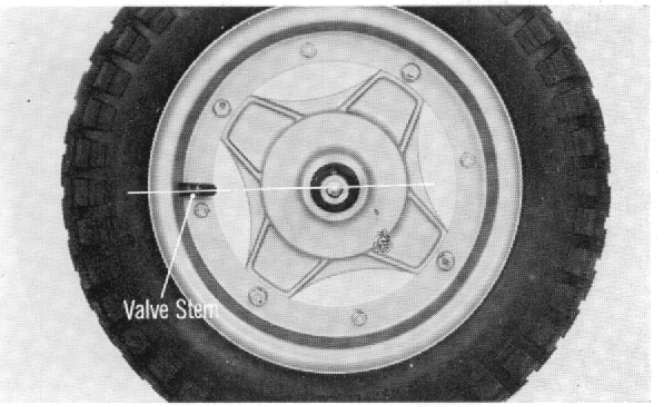

Fig. 81
(2) The valve stem must be pointed toward the axle, improperly seated valve stem may cause air leak. (Fig. 81)